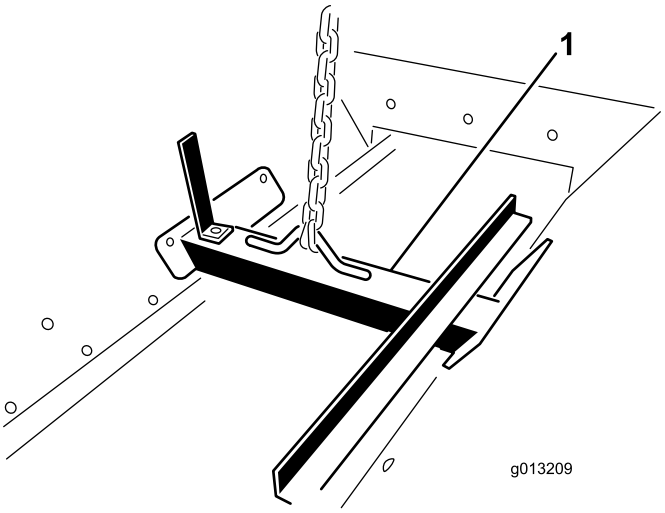

Figur 13
1. Fäst en lyftanordning i lyftfästet som sitter inuti tråget (Figur 13).